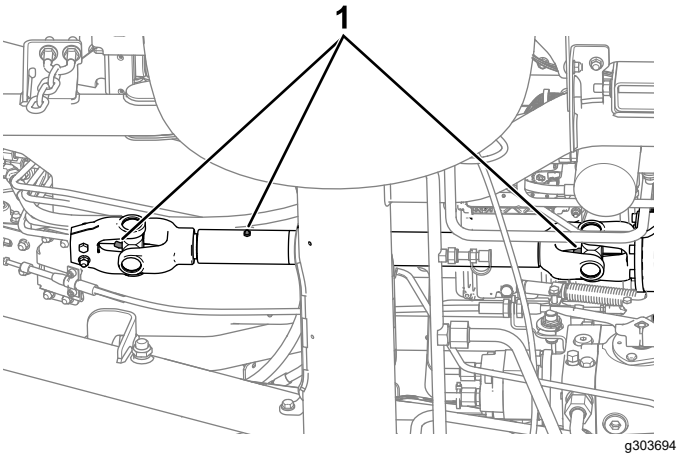

Figura 45
- Albero di trasmissione PDF (Figura 45)